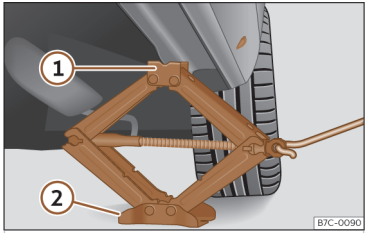

Abb. 228 Längsholm: Wagenheber ansetzen.
- Drehen Sie die Kurbel des unter dem Aufnahmepunkt des Längsträgers befindlichen Wagenhebers, bis sich die Nase ① ››› **(Abb. 228)** unter der vorgesehenen Einführung befindet.
- Richten Sie den Wagenheber so aus, dass sein Aufnahmehorn ① in die dafür vorgesehene Aufnahme am Längsträger „greift“ und die bewegliche Grundplatte ② plan auf dem Boden aufliegt. Die Bodenplatte ② muss sich dabei senkrecht unter dem Aufnahmepunkt ① befinden.